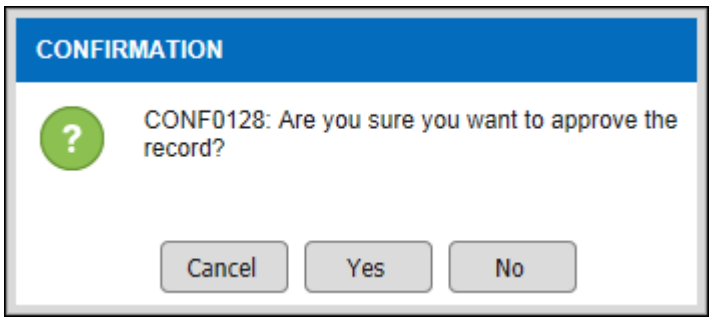
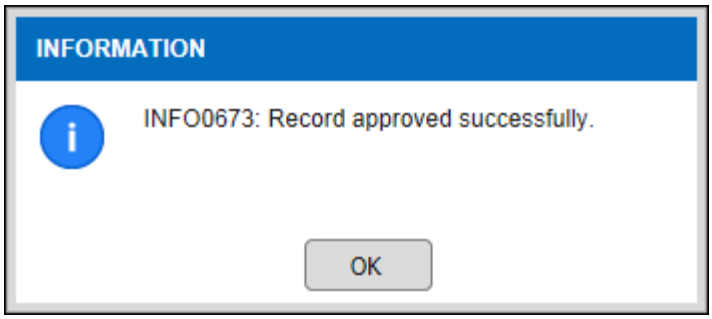

Figure 3.3-3 Approve Record Alert Message
Figure 3.3-4 Approve Record Alert Message
- *Click on the* *button in Figure 3.3-3 followed by the* *button in Figure 3.3-4.*